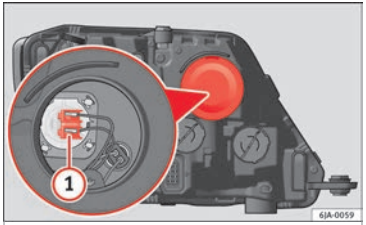

Fig. 91 Changing main beam headlight bulbs.
– Remove connector ››› **Fig. 91** (1) by pulling outward.